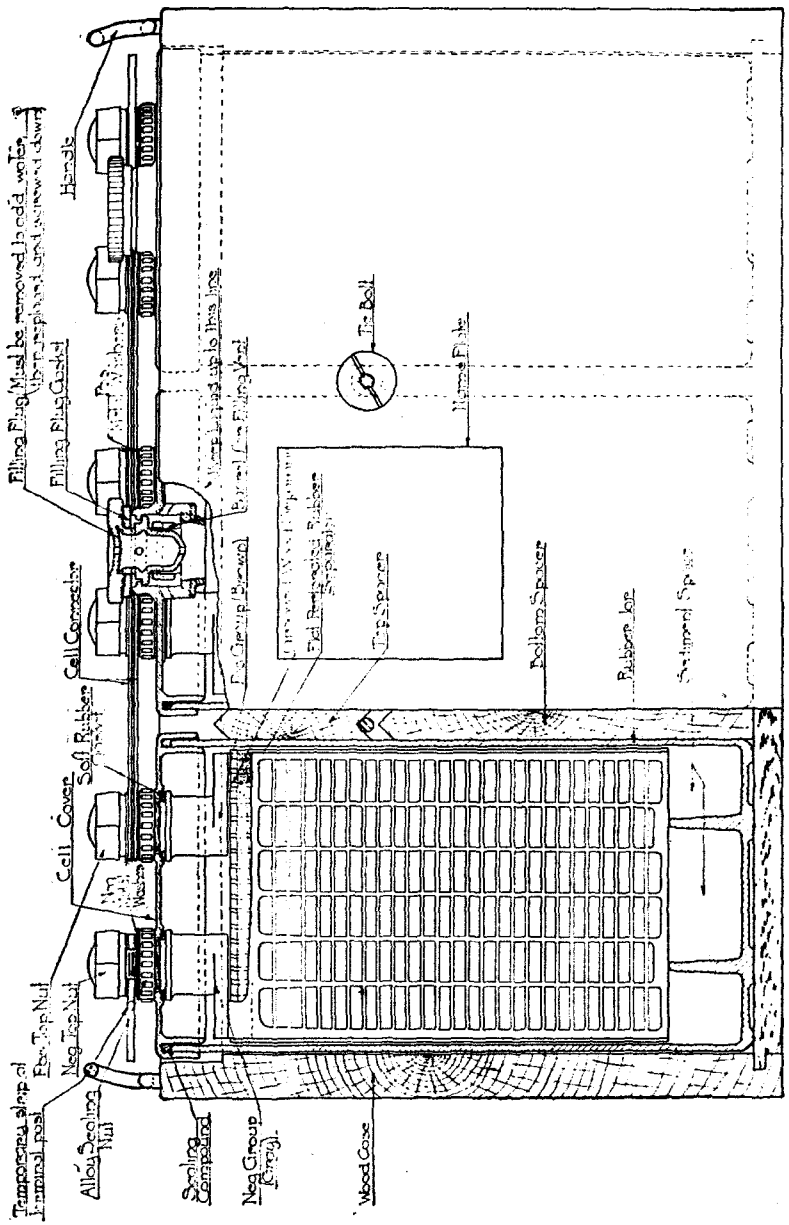

Fig. 13
The Storage Battery (Fig. 13) consists of three cells, each cell containing thirteen (13) plates—six positive and seven negative.
To remove a cell from the battery for inspection, or repair, disconnect the cell by removing the top nuts and connectors (Fig. 13). Slack off several turns on the tie bolt nuts in the sides of the case, and the cell may then be lifted out.
If the electrolyte is below the top of the plates, or so low that enough cannot be drawn into the barrel to allow of a proper reading of the hydrometer, fill the cell to the proper level (See Fig. 13) by adding pure water, then do not take a reading until the water has been thoroughly mixed with the electrolyte. This can be accomplished by running the engine for several hours.